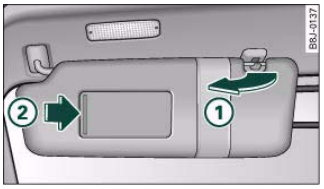

Fig. 61 Passenger's side: Sun visor
The sun visors for the driver and the front passenger can be pulled out of their mountings in the centre of the vehicle and turned towards the doors ⇒ fig. 61 (1). Once the sun visor has been turned towards the door you can pull it towards the rear as desired.